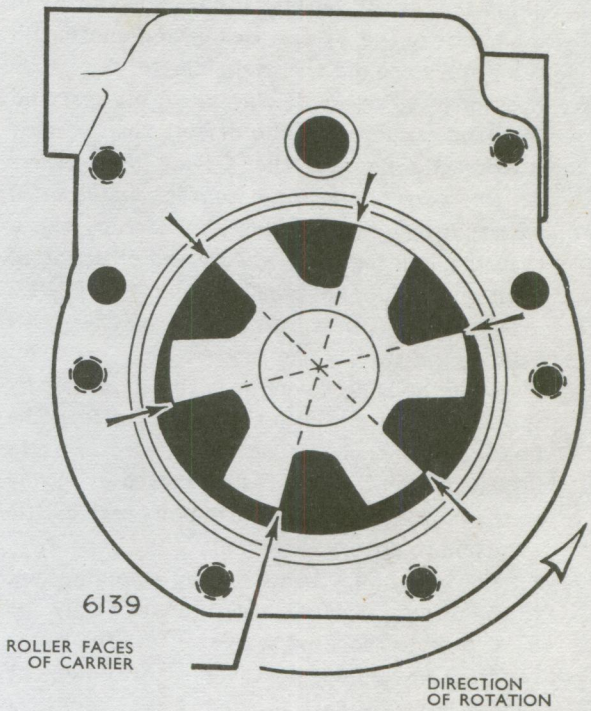

Fig. 13. *Installation of roller carrier to pump housing*
6. Position the carrier driving pin in its seat and slide the carrier onto the driving shaft so that it correctly engages the driving pin. *Unless extreme care is taken, the carrier may be fitted upside down.* After fitting the carrier, check that its roller faces are toward the direction of rotation and line up radially as shown in Fig. 13.